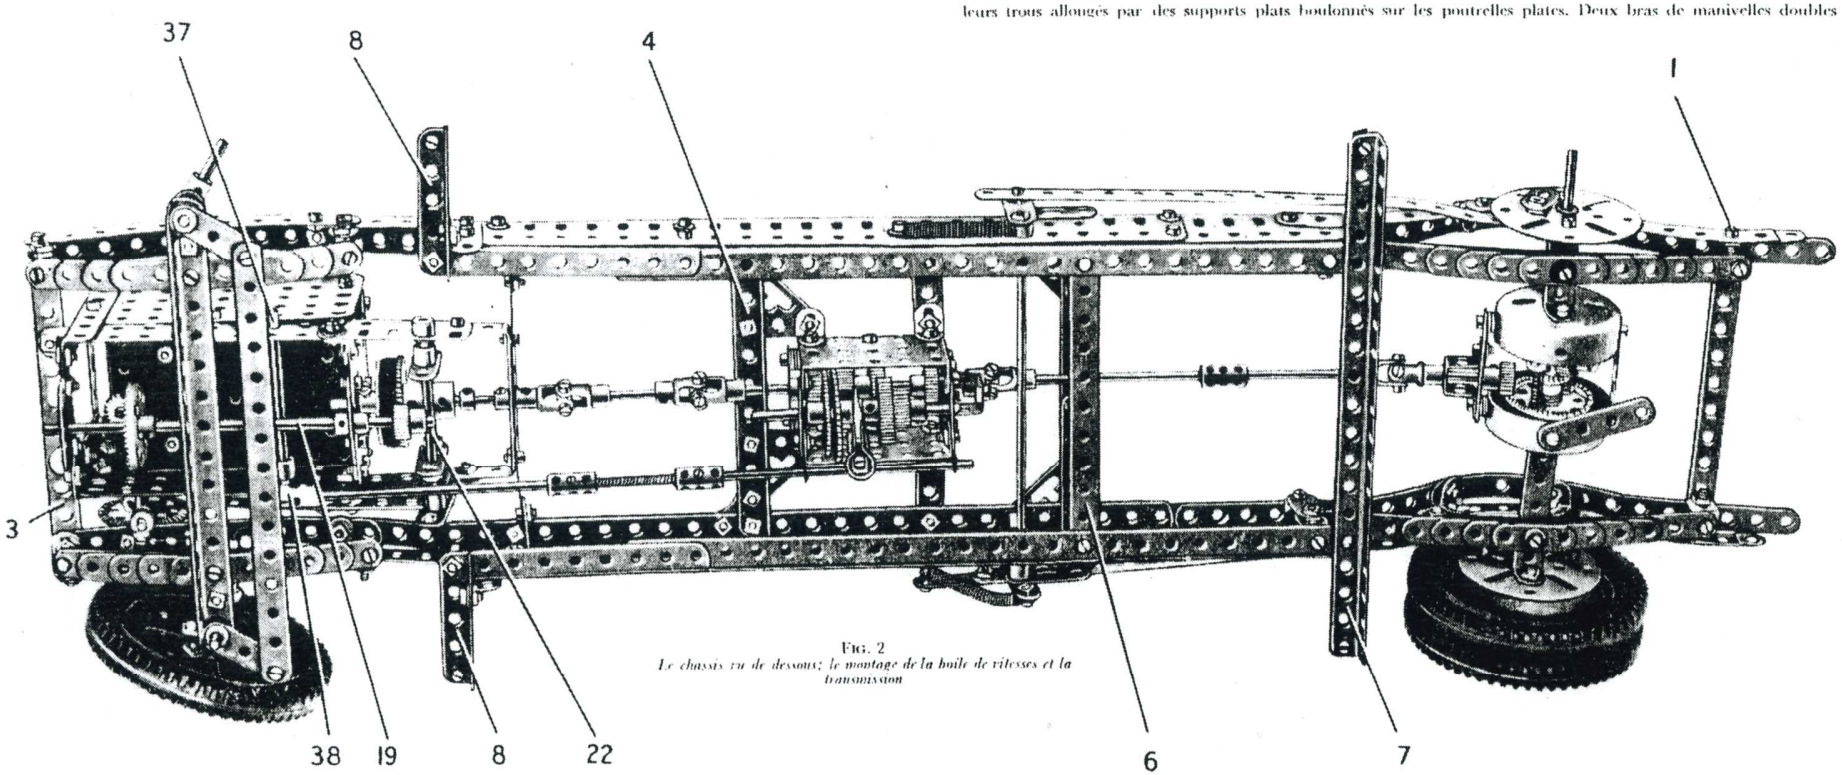
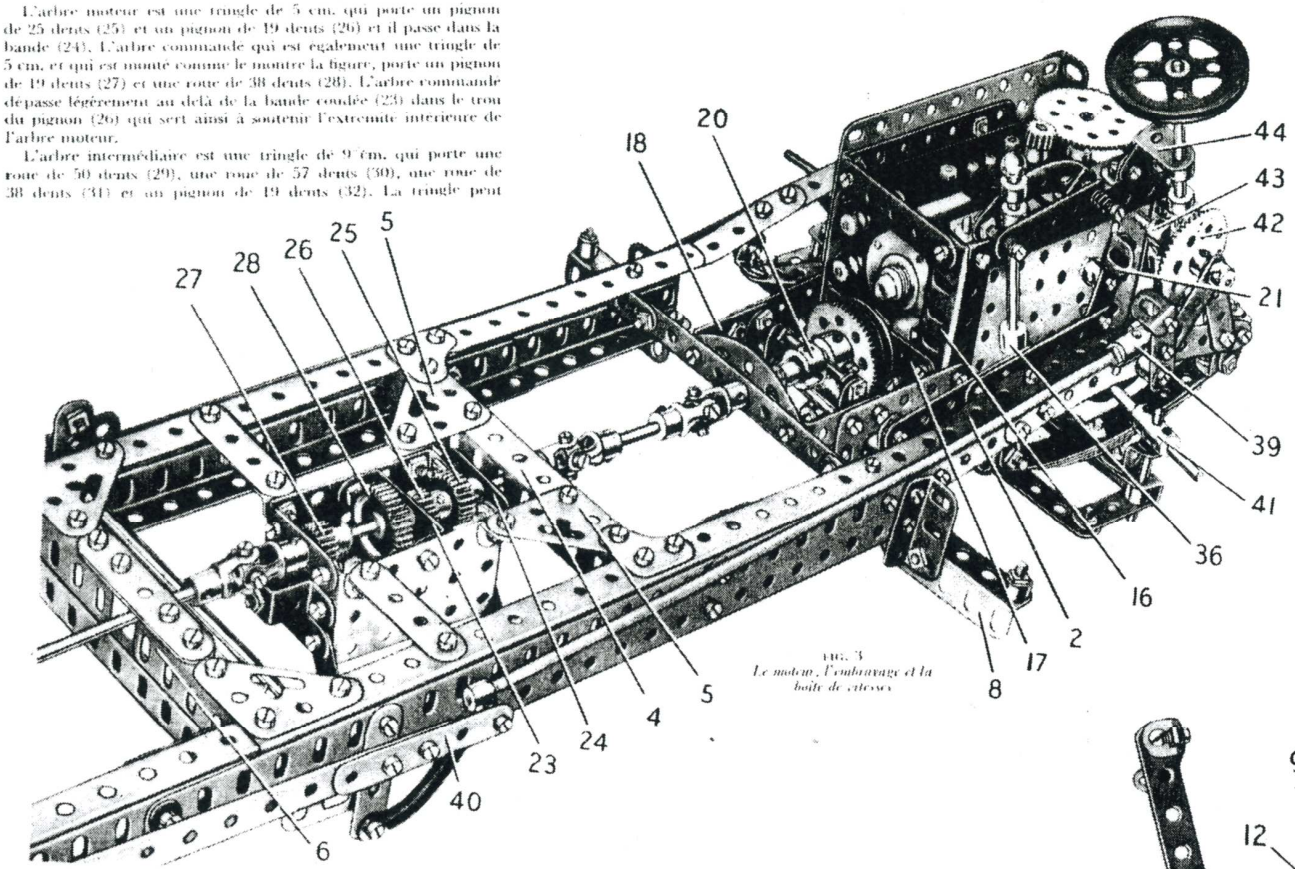
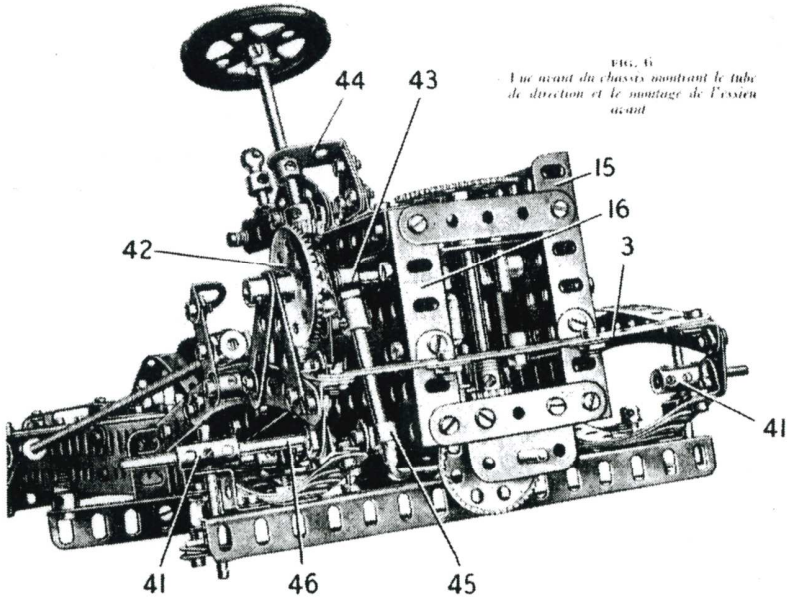

FIG. 2
FIG. 3
FIG. 6
Détails du chassis (Fig. 2)
Le moteur et l'embrayage (Fig. 2, 3 et 6)
Les côtés sont réunis à l'avant par deux bandes de cinq trous boulonnées sur les cornières, et à l'arrière par une bande de 5 trous fixée sur la cornière (16) d'un côté et fixée sur l'autre côté par une équerre. Deux bandes de 5 trous dont la plus haute apparait en (17) (Fig. 3) sont également fixées sur la cornière (16) et elles sont fixées sur le côté opposé par des équerres. Une poutrelle plate de cinq trous est boulonnée sur chacun des côtés du moteur, et ces pièces sont réunies par une bande coudée de 60 × 38 mm. (18) qui est renforcée par une bande incurvée épaulée de 6 cm.
La pédale (21) (Fig. 3) qui commande l'embrayage, se construit en boulonnant une équerre sur un bras de manivelle double qui pivote sur un boulon de 12 mm. fixé sur le côté du moteur par deux écrous. Une bande faite de deux bandes de 6 trous qui se recouvrent sur 3 trous, est fixée à l'aide de contre écrous sur la partie inférieure de la pédale d'embrayage et elle est fixée à l'aide de contre écrous également sur un autre bras de manivelle double monté sur une tringle de 9 cm. (22). Cette tringle passe dans les poutrelles plates de 5 trous du moteur et elle est maintenue dans leurs trous allongés par des supports plats boulonnés sur les poutrelles plates. Deux bras de manivelles doubles qui portent chacun une cheville filetée sont fixés sur la tringle (22) entre les poutrelles plates. Les chevilles filetées viennent se loger dans la gorge de l'accouplement jumelé à douille (20).
Détails de la boîte de vitesses (Fig. 3 et 5)
La boite de vitesses est illustrée sur la figure (5). La boite elle même est constituée par deux plaques à rebords de 6 × 4 cm. réunies par une bande coudée de 38 × 12 mm. (23) et à chaque extrémité par deux bandes de 3 trous. L'une de ces bandes qui apparait en (24) (Fig. 3) est tenue écartée des plaques à rebords par trois rondelles placées sur chacun des boulons de 9,5 mm. qui les tiennent.
Le levier de changement de vitesses est fixé par son extrémité inférieure dans un collier avec tige filetée (36) (Fig. 3). Ce dernier est fixé dans une bague d'arrêt montée sur une tringle de 9 cm. (Fig. 2) qui passe dans le moteur et qui porte un bras de manivelle. Un accouplement pour bandes (38) est fixé sur le bras de manivelle par un boulon de 12 mm. de façon à pivoter, et il est réuni à la tringle (34) par une bande de 9 trous, deux accouplements et un joint flexible.
Le mécanisme des freins (Fig. 2, 3 et 6)
La pédale de frein se construit en boulonnant une équerre sur un bras de manivelle qui pivote sur un boulon de 12 mm. fixé sur le chassis par deux écrous (voir Fig. 3 et 6). Un accouplement taraudé (39) est bloqué par deux écrous sur un boulon de 19 mm. qui passe dans le bras de manivelle, et une tige filetée de 29 cm. est fixée dans l'accouplement taraudé par un écrou. Une bague d'arrêt est fixée à l'extrémité arrière de la tige filetée par un boulon de 9,5 mm. qui passe dans le dernier trou d'une bande (40) faite d'une bande de 19 trous et d'une de 5 trous qui se recouvrent sur trois trous. L'extrémité arrière de cette bande composée est fixée à l'aide de contre écrous sur un boulon de 9,5 mm. qui passe dans le support plat (13) (Fig. 6) de l'un des freins.
La bande (40) est réunie à l'un des bras d'un levier d'angle (Fig. 3) par un boulon de 9,5 mm. muni de contre écrou qui lui permet de pivoter, et une bande de 4 trous est également boulonnée sur le bras de ce levier d'angle. Un ressort est placé entre l'extrémité inférieure de la bande de 4 trous, et le boulon de 9,5 mm. de la bague d'arrêt située à l'extrémité de la tige filetée de 29 cm. Le levier d'angle est fixé à une extrémité d'une tringle de 16,5 cm. qui passe au travers du chassis, et un autre levier d'angle est fixé à l'autre extrémité de la tringle. Une bande de 4 trous est boulonnée sur le second levier d'angle et un ressort est monté entre l'extrémité inférieure de cette bande et le chassis. Une bande de 19 trous est montée à l'aide de contre écrous sur le levier d'angle et sur le support plat (13) de l'un des freins de la même façon que la bande (40).
L'essieu avant et la direction (Fig. 2, 3 et 6)
Chacune des roues avant tourne sur une tringle de 2,5 cm. fixée dans un accouplement (41) (Fig. 3 et 6). Les roues sont tenues sur les tringles par des bagues d'arrêt. Les accouplements (41) sont fixés sur des tringles de 5 cm. qui passent dans les extrémités de l'essieu et dans les équerres renversées de 12 mm. Les bras de manivelle montés aux extrémités inférieures des tringles de 5 cm. sont réunies par une bande de 15 trous qui pivote sur des boulons munis de contre écrous.
Un pignon d'angle de 48 dents (42) est fixé sur une tringle de 5 cm., et un accouplement est glissé entre ce pignon d'angle et une bague d'arrêt (43). La tringle de 5 cm. passe dans l'un des côtés du moteur et dans les trous supérieurs d'une bande de 4 trous et dans une bande glissière de 5 cm.; chacune de ces pièces est fixée sur le châssis comme le montre la figure 6. Le tube de direction est une tringle de 9 cm. qui tourne dans l'accouplement monté sur la tringle de 5 cm., et il porte un pignon d'angle de 16 dents qui engrène avec le pignon d'angle (42). Le tube de direction est soutenu par une équerre de 25 × 25 mm. (44) boulonnée sur un petit gousset d'assemblage fixé sur le moteur par deux équerres.
Un collier avec tige filetée est vissé dans la bague d'arrêt (43) et est tenu en place par un écrou. Une tringle de 5 cm. tenue dans le collier avec tige filetée porte à son extrémité inférieure une moitié d'embrayage (45) sur laquelle un raccord de tringle et bande est fixé de façon à pivoter grâce à un écrou et à un boulon. Le raccord de tringle et bande est relié par une tringle de 4 cm. à une pièce identique qui pivote sur un boulon vissé dans une bague d'arrêt montée sur une tringle de 4 cm. (46). Cette dernière est fixée dans l'un des accouplements (41) (Fig. 6).